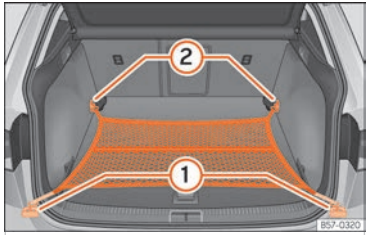

Fig. 177 Al maleter: bossa de xarxa enganxada arran de la base.
- Fixeu els ganxos de la bossa a les argolles d'amarratge ››› fig. 177 ① i ② ››› ⚠. La cremallera de la bossa ha de quedar cap amunt.